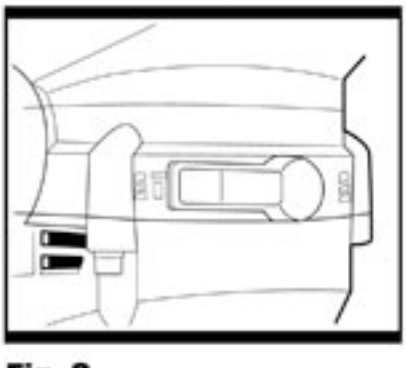

Fig. 8
7. HAMMER DRILL FUNCTION (Fig. 7 & Fig. 8)